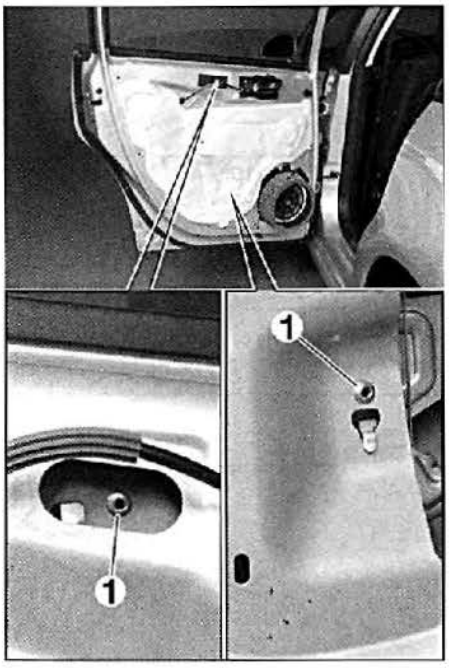

FIG. 54
• Taladrar los remaches de fijación (1) (fig. 54).